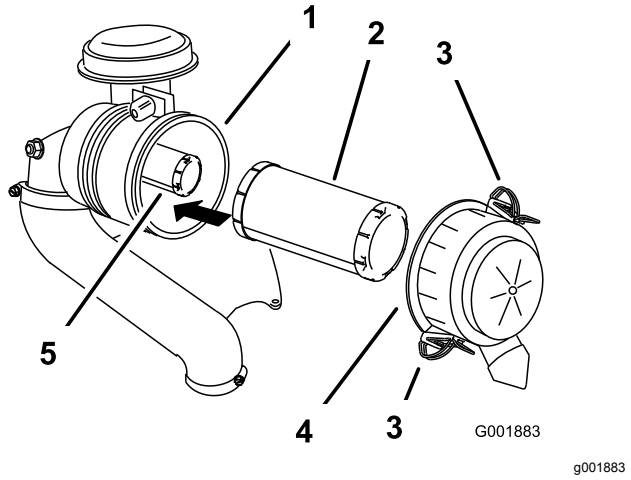

Figure 59
3. Déverrouillez le filtre à air et détachez le couvercle du boîtier du filtre (Figure 59).
5. Sortez le préfiltre du boîtier du filtre avec précaution (Figure 59).
2. Si vous remplacez l'élément interne, insérez-le avec précaution dans le boîtier du filtre (Figure 59).
3. Glissez le préfiltre sur l'élément de sécurité avec précaution (Figure 59).
4. Remettez en place et verrouillez le couvercle du filtre à air (Figure 59).